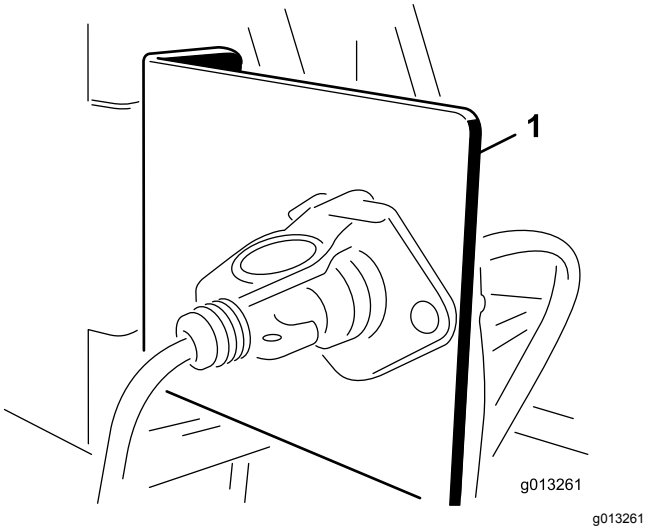

**Figur 8**
1. Monter sokkelbeslaget på et fast sted på bagenden af bugseringskøretøjet ved hjælp af ét af de medfølgende monteringsbeslag (Figur 8).